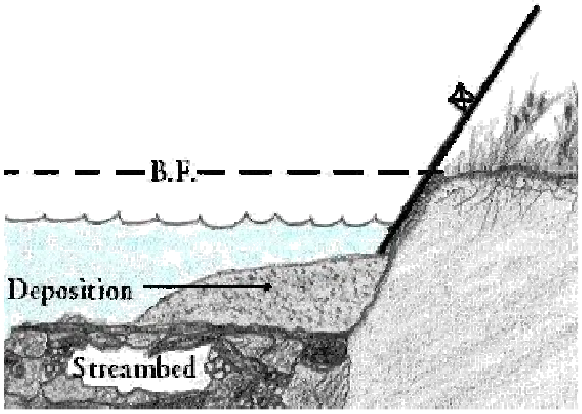

Figure 18. Begin measuring the angle from the point where the deposit and bank meet.
- Depositional features are not considered part of the bank. On un-vegetated depositional features such as point bars, start the measurement at the point where the top of the depositional feature and streambank meet (Figure 18).